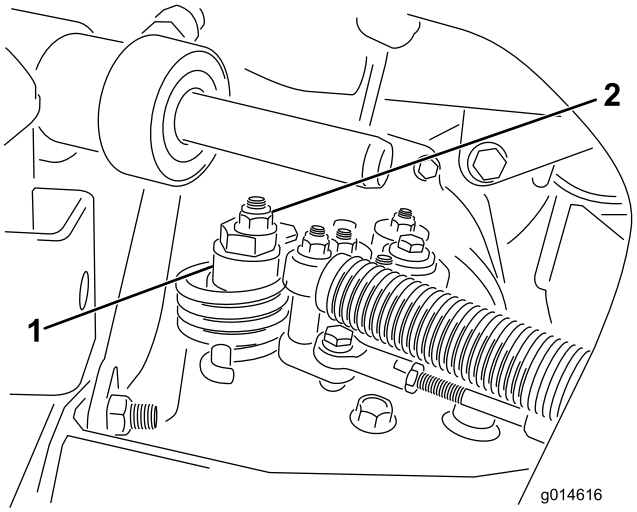

**Figur 47**
A. Løsn møtrikken, der fastgør den excentriske bolt til den øverste del af hydrostaten (Figur 47).
C. Drej den excentriske bolt, indtil der ikke forekommer krybning i nogen retning. Når hjulet holder op med at dreje, skal den møtrik, der låser den excentriske bolt og justeringen, tilspændes (Figur 47). Kontroller indstillingen med gashåndtaget i positionerne langsom og hurtig.